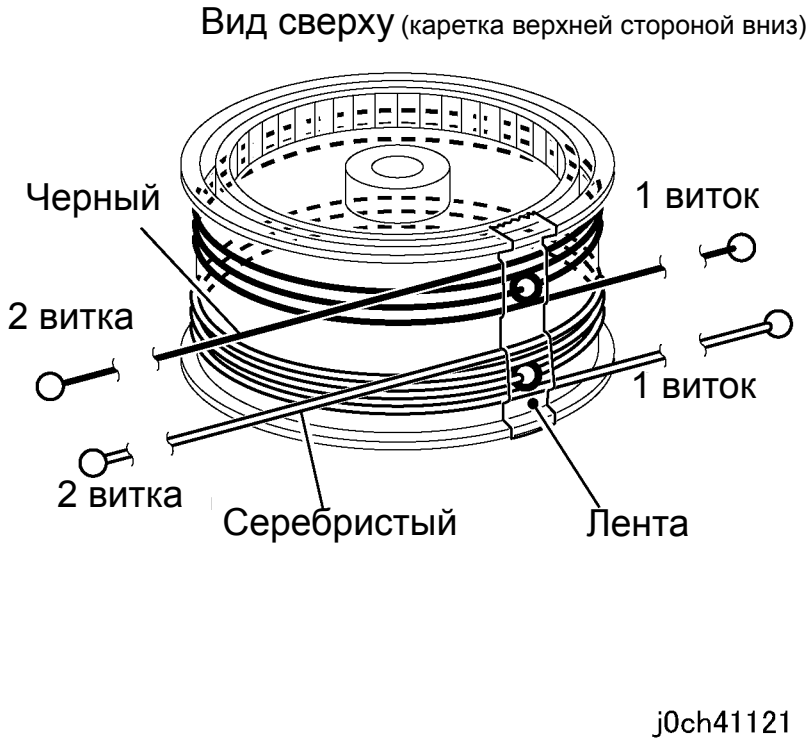

Рисунок 3 Установка тросиков-2 (j0ch41121)
2. Намотайте передний/задний тросик каретки на барабан и закрепите его лентой, как показано на рисунке (рисунок 3).